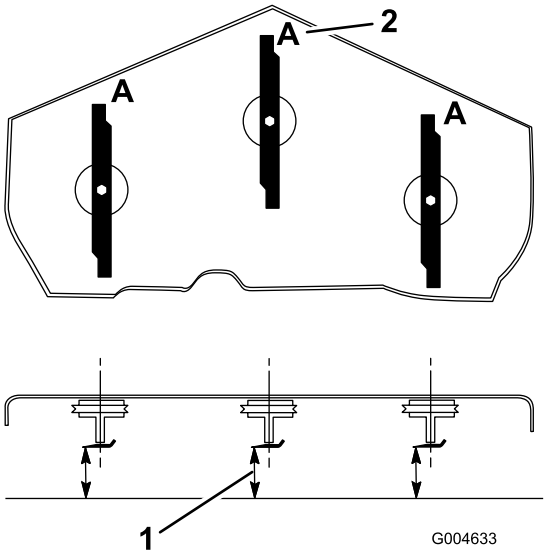

Figuur 72
3. Draai de messen totdat de uiteinden in de lengterichting liggen (Figuur 72). Meet de afstand tussen een horizontaal oppervlak en de snijrand, positie **A**, van de messen (Figuur 72). Noteer deze afstand.